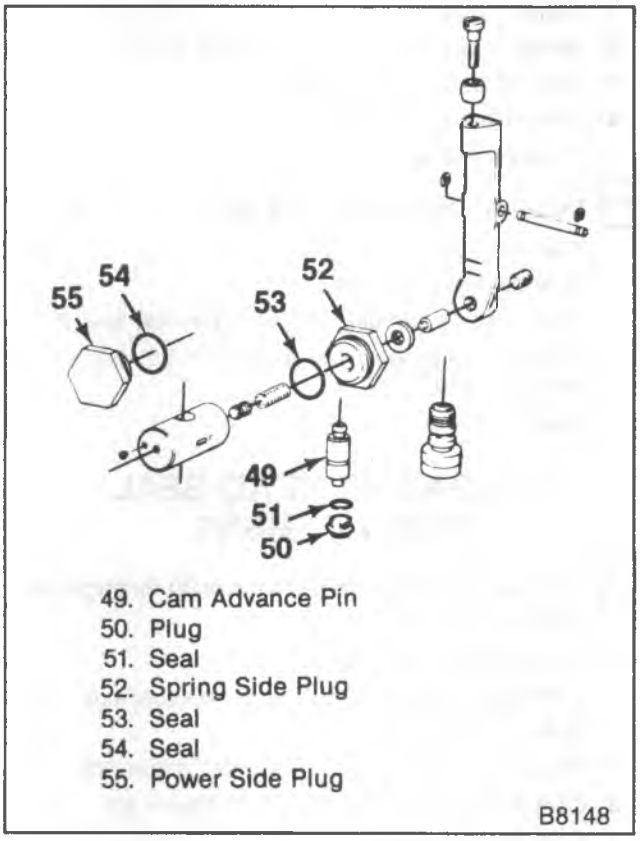

Figure 30—Advance Piston Group
Remove or Disconnect (Figure 30)
Install or Connect (Figure 30)
Remove or Disconnect (Figures 30 through 34)
5. Cam advance pin hold plug (50) (figure 30).
7. Cam advance pin (49) (figure 30).
5. Head locating screw (figure 30).
6. The advance pin (49) (figure 30).